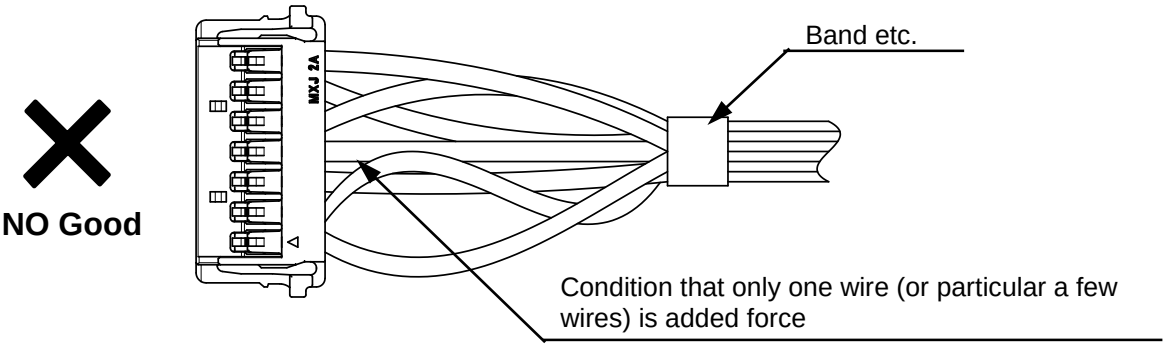

Fig.7-2 Condition that harness is banding improperly
② Concerning harness, please consider that only one wire (or particular a few wires) is not added force.（**Fig.7-2**）